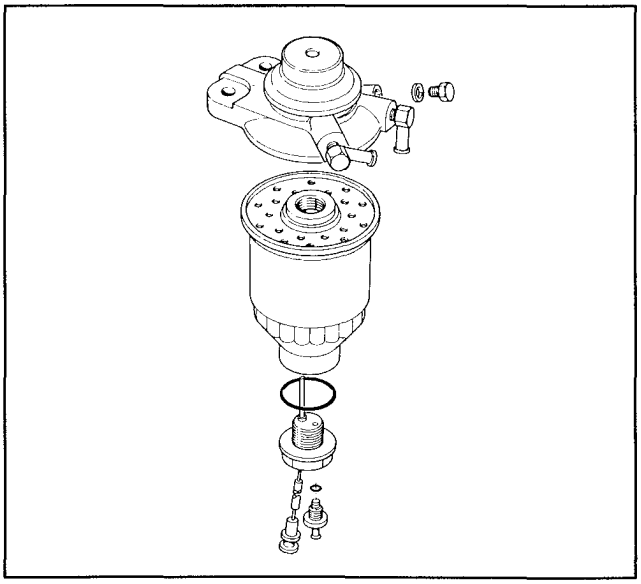

Figure 32
2. Replacing Filter (Fig. 32) – Replace filter if fuel flow is restricted, after every 500 hours of operation, or annually, whichever comes first. To replace, disconnect wire connectors and unscrew drain outlet and O–ring . Unscrew filter and replace with new Toro filter. Install drain plug and O–ring. Push wire connectors together.